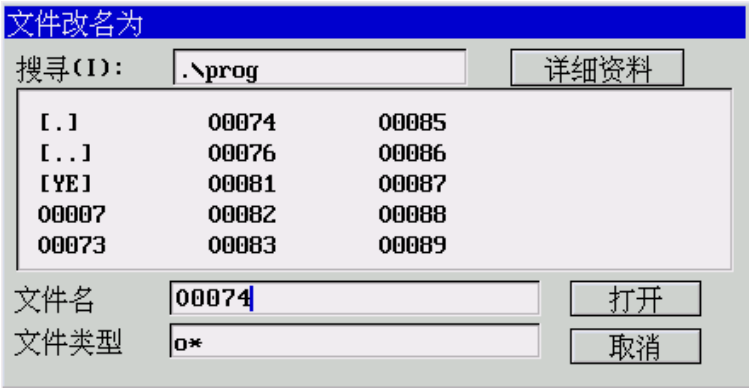

图 5.4.6 输入要更改的新文件名
(4) 按 Enter 键，弹出如图 5.4.6 所示对话框；